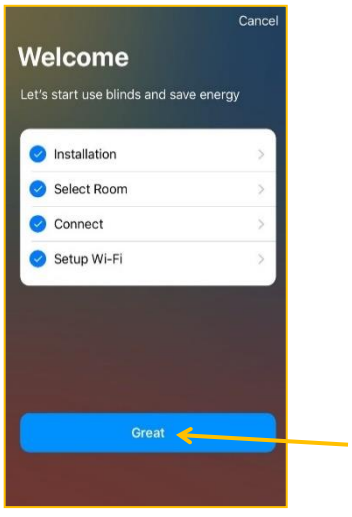

Figure 11
10.2.4.3. After successful connection to Wi-Fi, **Great** key appears on the screen *(Fig. 11)*. Click it to start operation of the BLINDS.